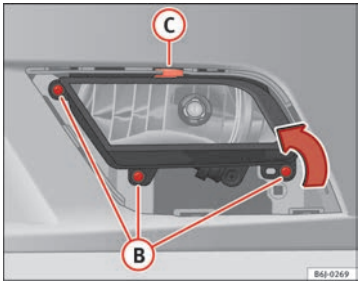

Fig. 170 Front fog light
– Remove the bolts (3x) ⇒ Fig. 170 (B) to remove the fog light.
– Remove the metal clip situated on the upper part of the fog light pulling towards the exterior of the vehicle ⇒ Fig. 170 (C). ■